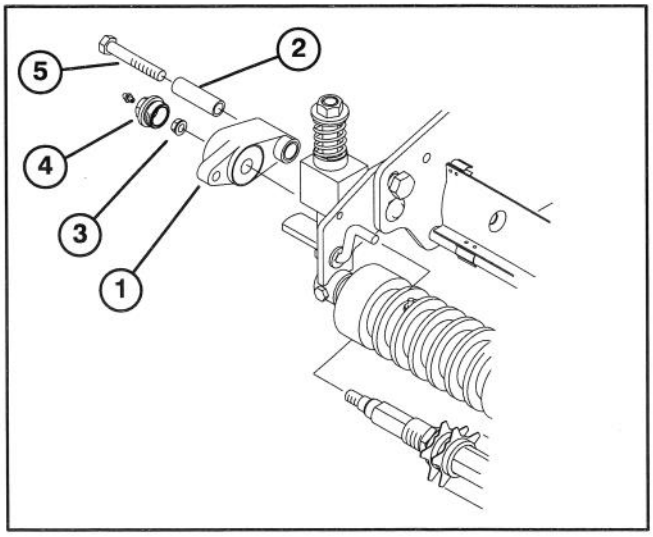

Figure 7
16. Insert bearing housing onto right end of groomer reel shaft as shown in figure 7.
17. Insert pivot spacer through bushings on bearing housing (Fig. 7).
18. Insert M16 x 70mm flange head capscrew thru pivot spacer and secure to cutting unit side plate and shield rod (Fig. 7).
19. Secure groomer shaft to bearing housing with a M10 locknut (Fig. 7).
20. Install cap plug w/grease fitting into hole in bearing housing (Fig. 7).